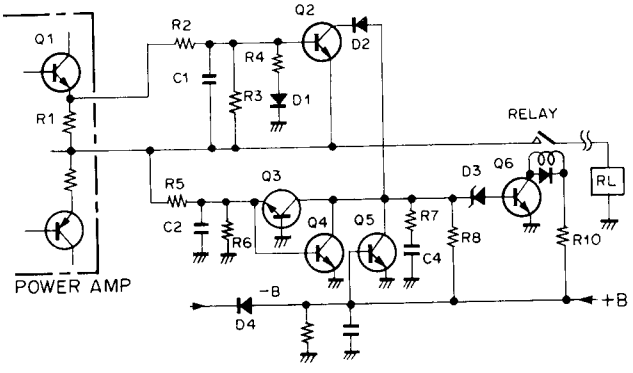

Fig. 4-14 Protection Circuit
With reference to Fig. 4-14 when the power supply is turned on, Q5 turns off due to −B (The time constant of the −B circuit is very small.). If there is no input (DC) on Q3 and Q4, they will be off, and the timing capacitor C4 charges up through R8 and R7, and thus Q6 turns on. When Q6 conducts, the relay operates, and the output muting on the power amplifier will be removed.